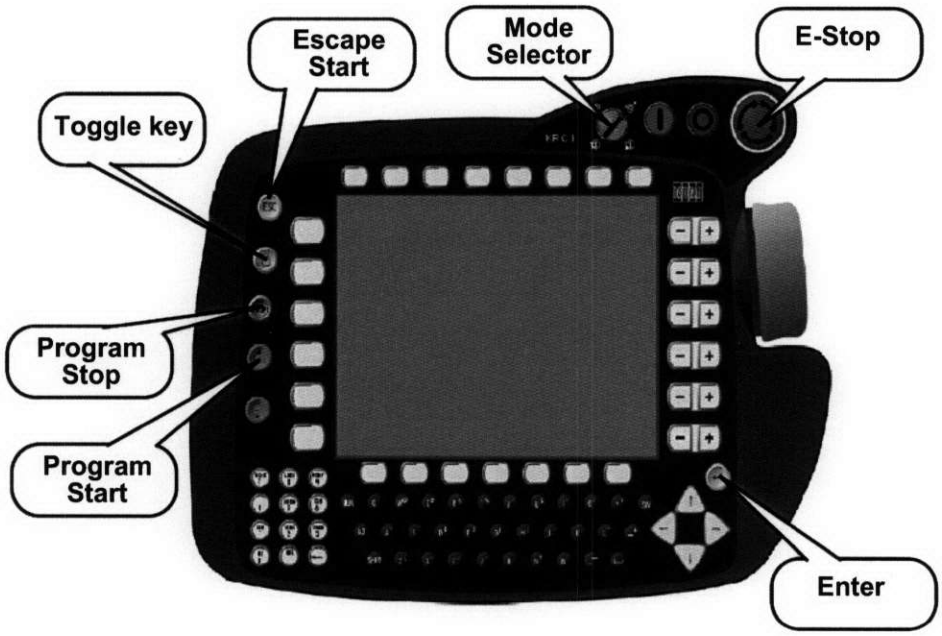

**Figure 2-2 Teach Pendant**
- The Teach Pendant, is a hand held computer used to manually operate the robot *(Figure 2-2, Teach Pendant, Page 2)*.